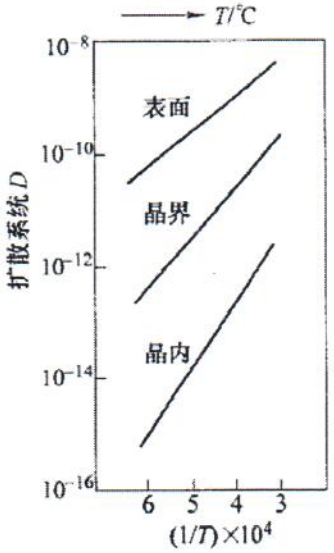

图 10-3　第六题第 2 小题图
2. 图 10-3 为测出的钍在不同温度及以不同方式扩散时扩散系数与温度的关系，从该实验数据图中能得出哪些信息？